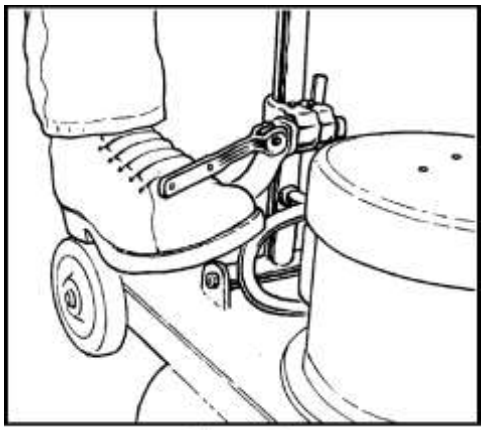

Рисунок 2
2. Чтобы заблокировать ручку, опустите фиксирующий рычаг вниз. См. рисунок 2.
1. Фиксирующий рычаг находится в нижней части трубки рукоятки. Используйте опору, чтобы поднять рычаг. См. рисунок 2.